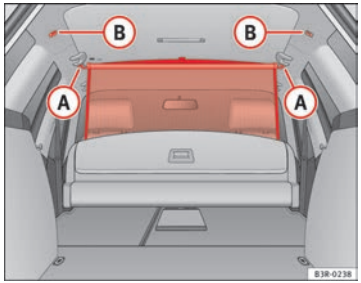

Fig. 119 Retainers for the net partition
– Engage the ends of the bar in the retainers (B) ⇒ Fig. 119.
– Engage the ends of the bar in the retainers (A) ⇒ Fig. 119.